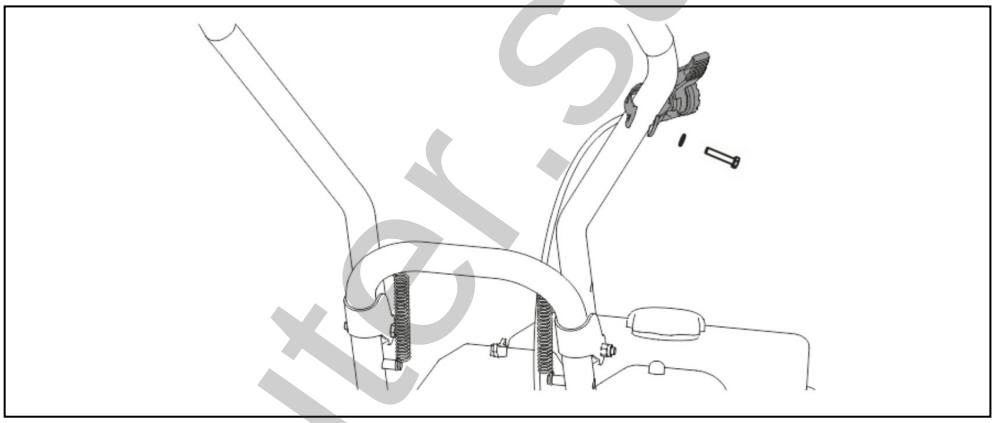

Рис. 5. Установка рычага газа.
3. Далее необходимо установить рычаг газа на верхнюю часть рабочей рукоятки. Выкрутите из кронштейна рычага газа винт крепления и вставьте его в шайбу. Закрепите рычаг газа на верхней части рабочей рукоятки (Рис. 5).